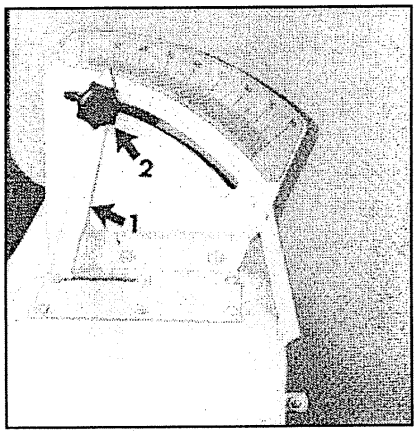

Fig.38
3. **Mesthoeveelheid (fig.38):**
Via de transmissie wordt de mesthoeveelheid ingesteld. De schaal (fig.38) toont het instelbereik van 0-80, waarbij de uitgiftehoeveelheid oploopt met stijgende getallen.